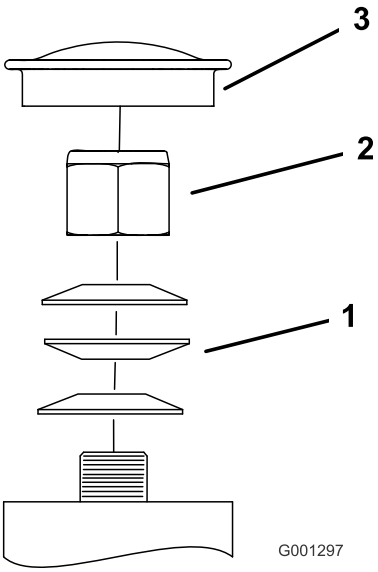

Figur 75
3. Ta av dammkåpan från hjulet och dra åt låsmuttern (Figur 75).
4. Dra åt låsmuttern tills fjäderbrickorna är plana och släpp sedan efter ¼ varv för att få rätt förbelastning på lagren (Figur 75).
Viktigt: **Kontrollera att fjäderbrickorna har monterats korrekt enligt Figur 75.**
5. Montera dammkåpan (Figur 75).